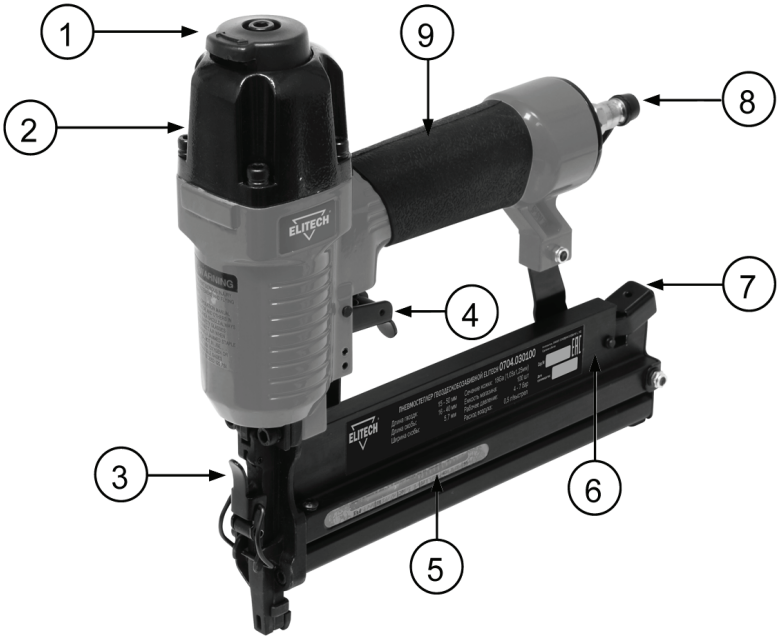

Рис. 1
- Нажать на защелку магазина 6 (Рис. 1), выдвинуть и открыть магазин.